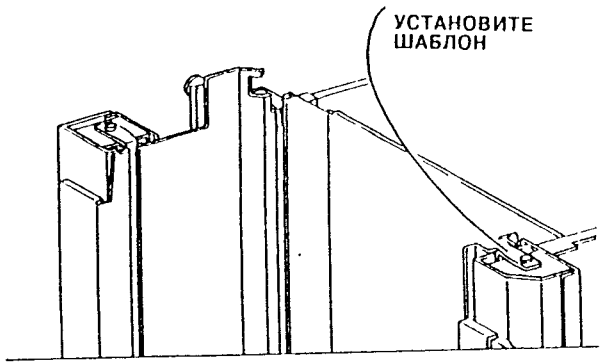

Рис. 12. Установите регулировочный шаблон
9. Установите регулировочный шаблон на передний кулачок (Рис. 12).